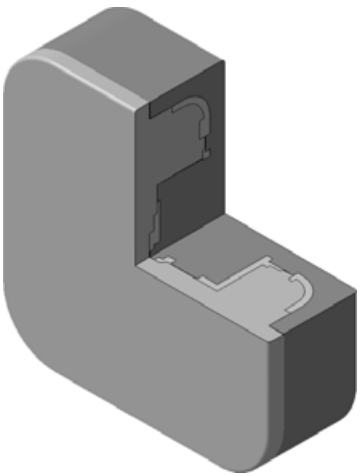

Рис. 8.120
- Выполните сечение сборки эскизом, состоящим из двух ортогональных отрезков, расположенных на плоскости **XY** (рис. 8.120).